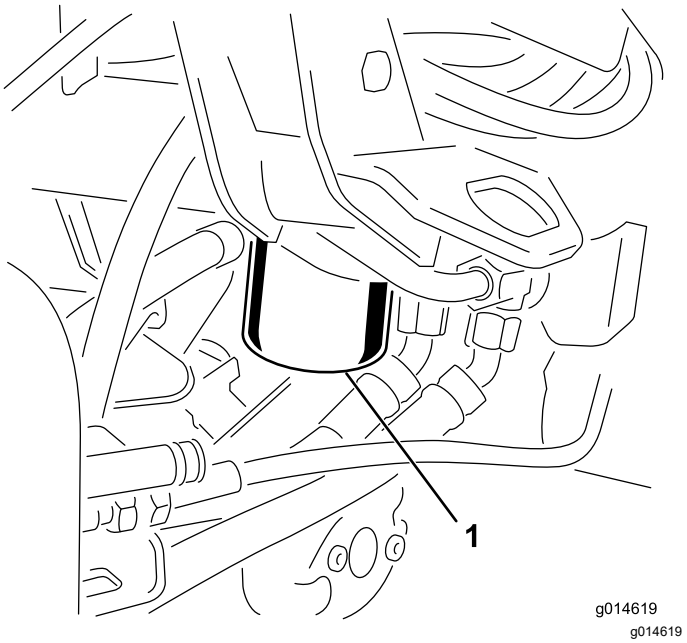

Figur 45
1. Rengör runt området där filtret monteras (Figur 45). Ställ ett avtappningskärl under filtret och ta bort filtret.